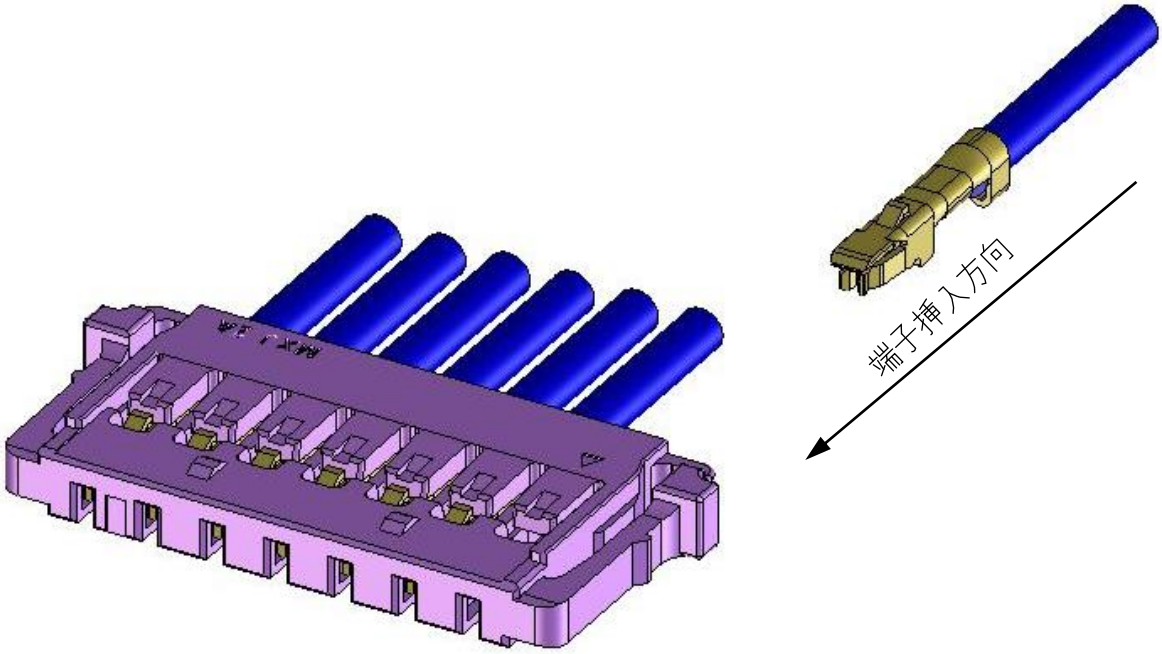

Fig. 6-1
③ 端子ランス部が、リセプタクル ハウジングの中央に向かうように持ち、端子が突き当たる位置まで（1.6～2.4N 程度の力で）ゆっくりと真っ直ぐ装着して下さい。（**Fig.6-1**）